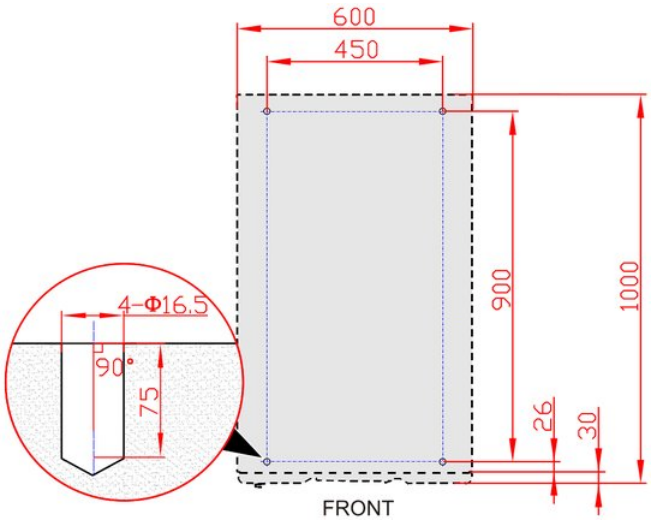

FIGURA 3-17 Quote di installazione della base (vista dal basso del basamento)
2. Con un trapano a percussione, eseguire quattro fori Φ16,5 mm secondo le quote di fissaggio della base (Figura 3-17).